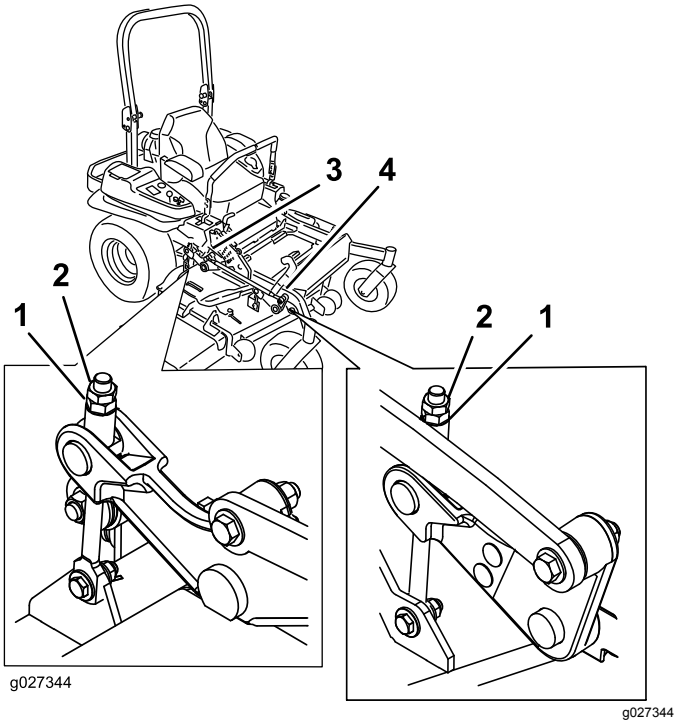

Figuur 114
10. U kunt de stelmoer op de hefinrichting van het voorste maaidek draaien om deze nog nauwkeuriger in te stellen (Figuur 114).
16. Regel de stelschroef fijn af om een hoogte te verkrijgen van 8,3 mm (zie Figuur 114).